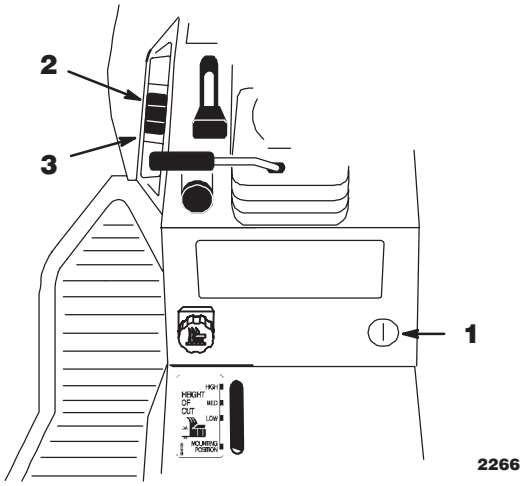

Figure 20
Le relevage hydraulique d’accessoires (en option sur certains modèles) (Fig. 20) s’utilise pour lever et descendre les accessoires.
1. Tourner la clé de contact en position de marche (“RUN”, Fig. 20).
2. Pousser le commutateur de relevage du côté “HAUT” (Fig. 20) pour soulever l’accessoire et le maintenir en position relevée.
2. Pousser le commutateur de relevage du côté “BAS” (Fig. 20) pour descendre l’accessoire.